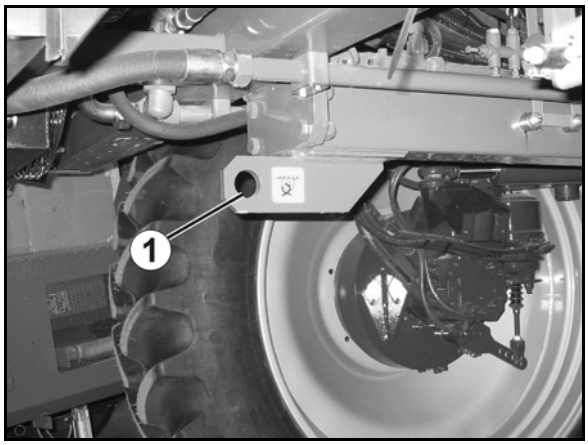

Rys. 3
- 1 punkt zamocowania z przodu (Rys. 3/1)